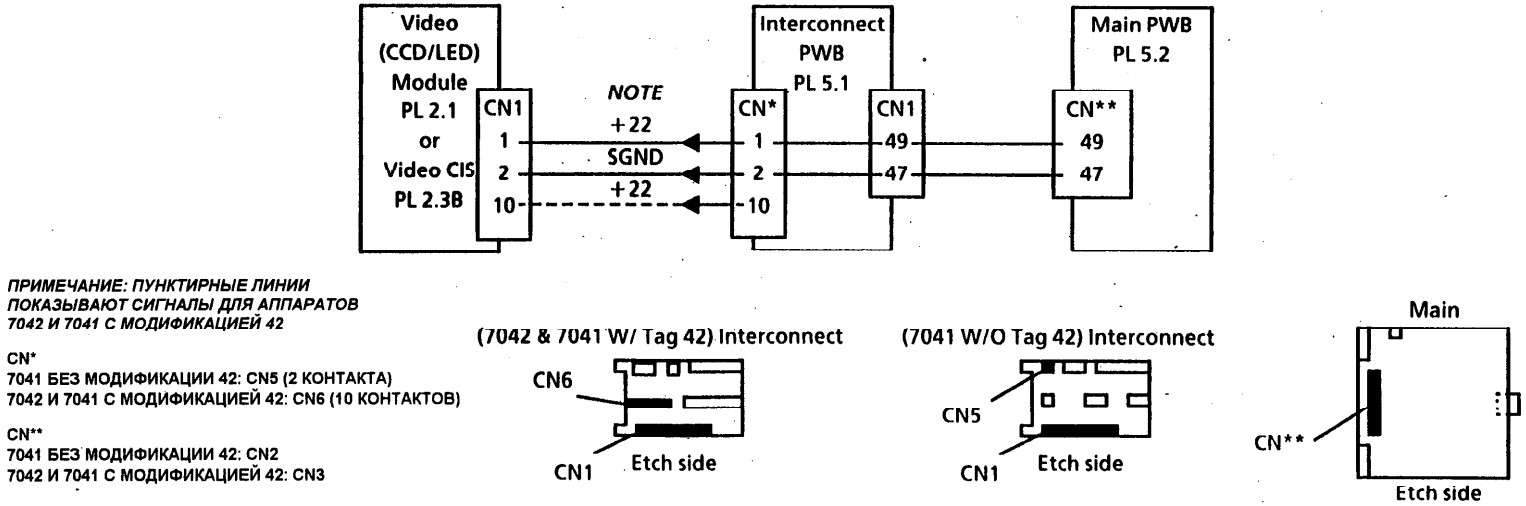

Рис. 2. Видеосистема сканера
8. Проверьте сигнал привода светодиода СИД (Рис. 2).